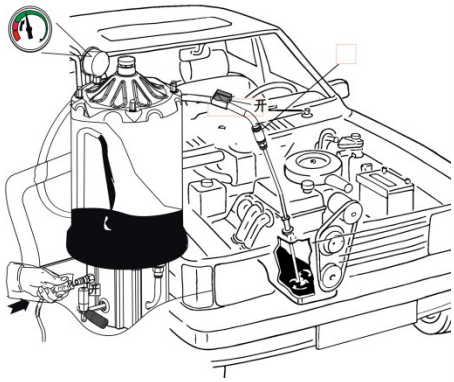

Рис. 4
d) Откройте сферический клапан для начала откачки масла (рис.4).